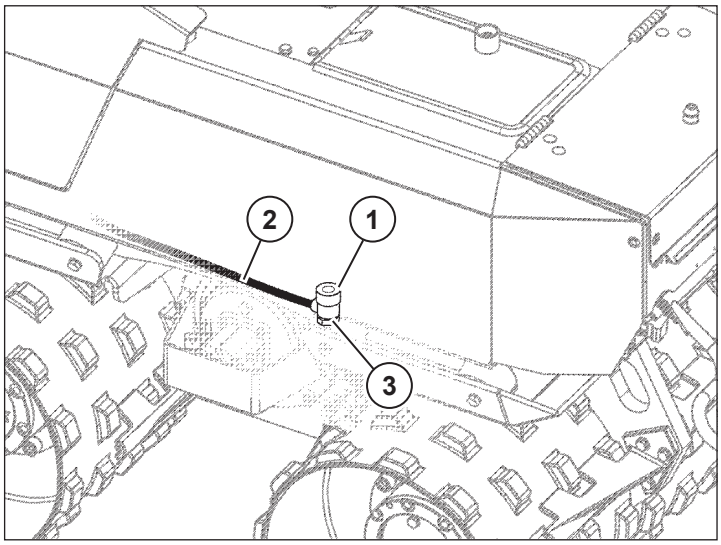

Fig. MW6: Fuel drainage opening
The fuel can be drained out of the fuel tank through the drainage opening (1). i.e. to clean the fuel tank. The drainage opening is located on the left side of the machine at the bottom of the fuel tank *(see Fig. MW6)*.